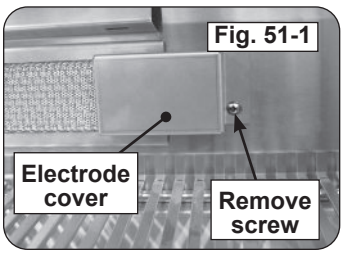

Fig. 51-1
3. Remove the electrode cover by first removing the screw, sliding the cover to the right, then outward. See Fig. 51-1.